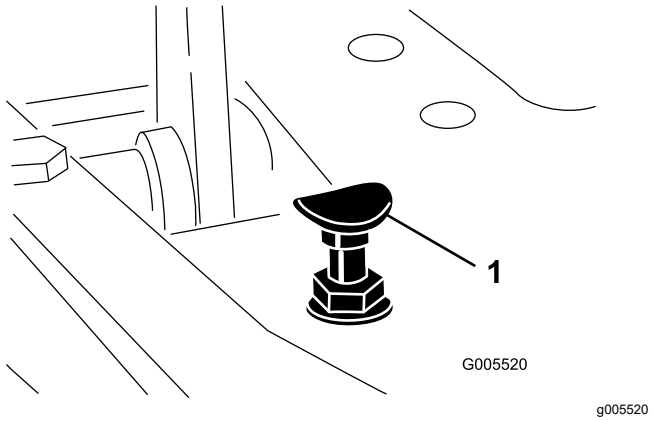

Figure 49
To obtain the maximum-transport speed, put the functional control lever in the TRANSPORT position and press down on the traction pedal. If the pedal contacts the stop (Figure 49) before you feel tension on the cable, perform the following adjustment procedure:
1. Put the functional-control lever in the TRANSPORT position and loosen the locknut securing the pedal stop to the floor plate (Figure 49).